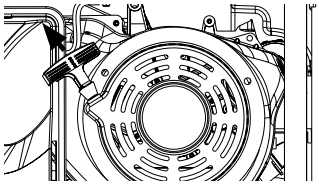

Figura 12 - Tirón de retroceso
6. Sujete y tire firmemente de la palanca de retroceso firmemente hasta que sienta una mayor resistencia. En este punto, aplique un tirón rápido mientras tira hacia arriba y ligeramente lejos del generador (consulte la Figura 12).